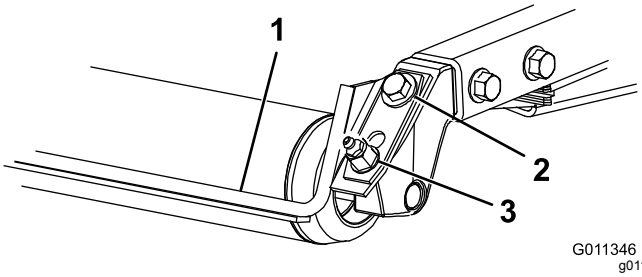

**Figur 6**
1. Lossa smörjnippeln och monteringsskruven (Figur 6).